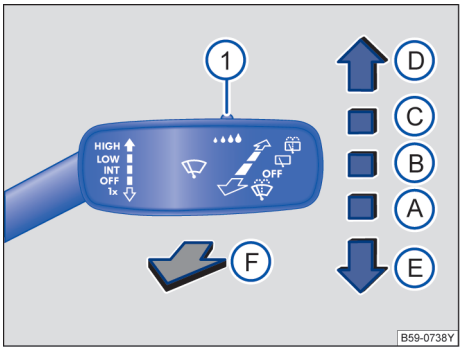

图 102 操作车窗玻璃刮水器
① 使用开关→图 102①调节雨量传感器的灵敏度。
– 向下短按车窗玻璃刮水器操作杆→ 图 102 Ⓔ。